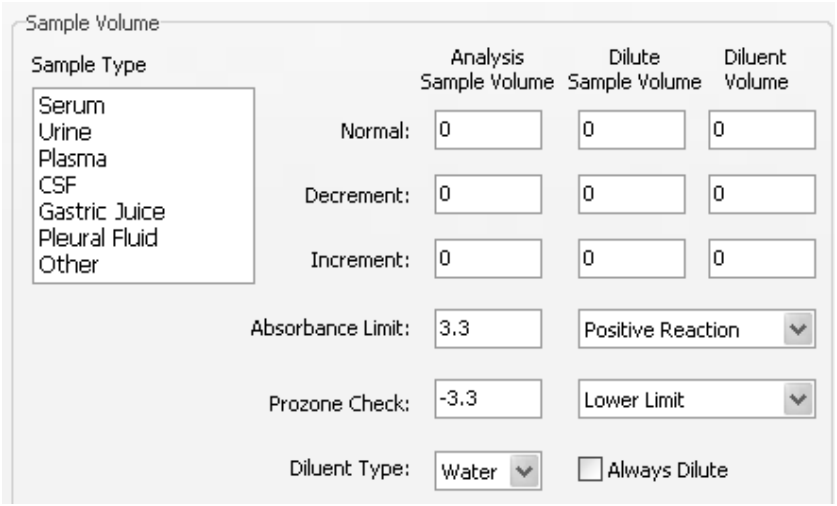

Figure 5-2-2
b)Sample Volume: Sample volume includes normal volume, increased value and decreased value, as Figure 5-2-2 shows: